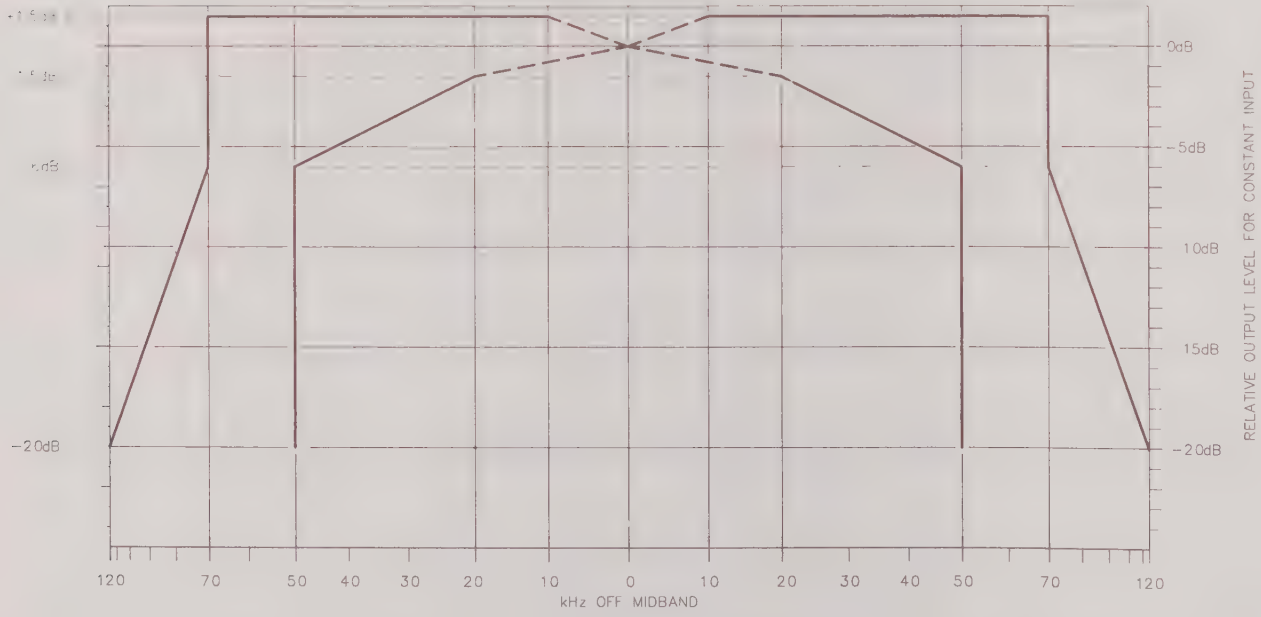

Figure 4-16 120 kHz Filter Limits (120 kHz from Mid-band)
25. Use the FREQUENCY (1) keys to center the signal on the screen. Record difference between center frequency of filter and 100.0000 MHz. The tolerance is ±60 kHz. If out of tolerance, adjust L63011 through L63018 to align frequency.
28. Verify filter shape per Figure 4-16. If shape is within limits, indicate on Calibration record. If Steps 27 or 28 are out of tolerance, perform the following: